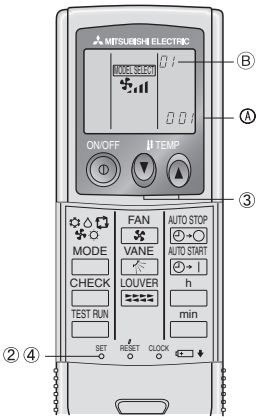

Fig. 6-7
4) Ajuste automático de la velocidad del ventilador (controlador remoto inalámbrico) (Fig.6-7)